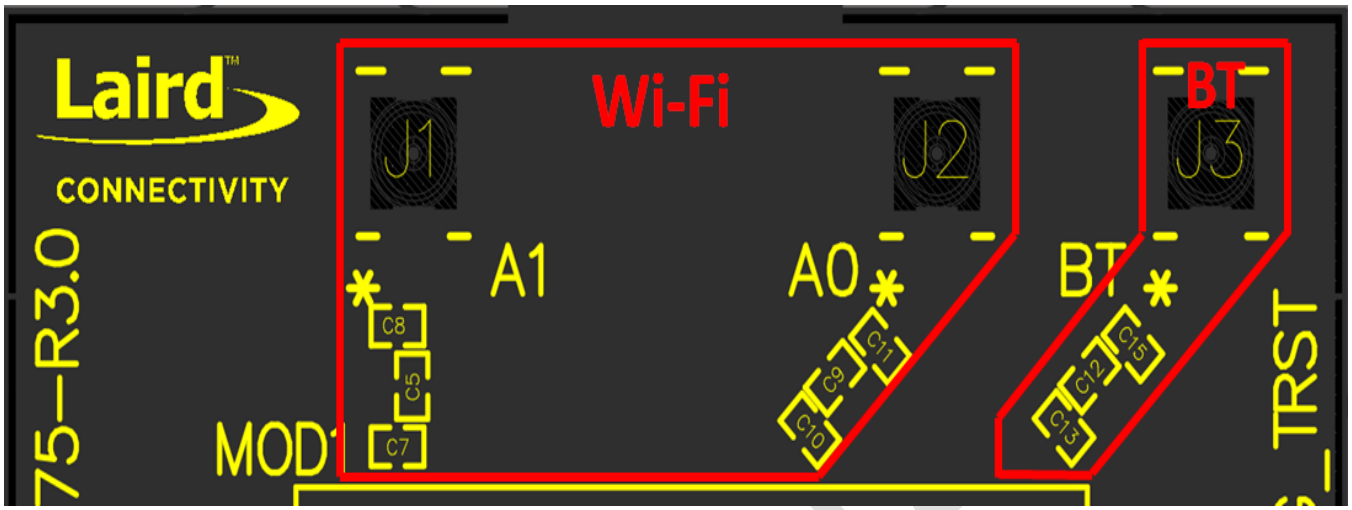

Figure 7. The Wi-Fi and BT antenna circuits placement
The Figure 7 shows the PCB layout placement of the Wi-Fi and Bluetooth (BT) antenna circuits [Note 1].